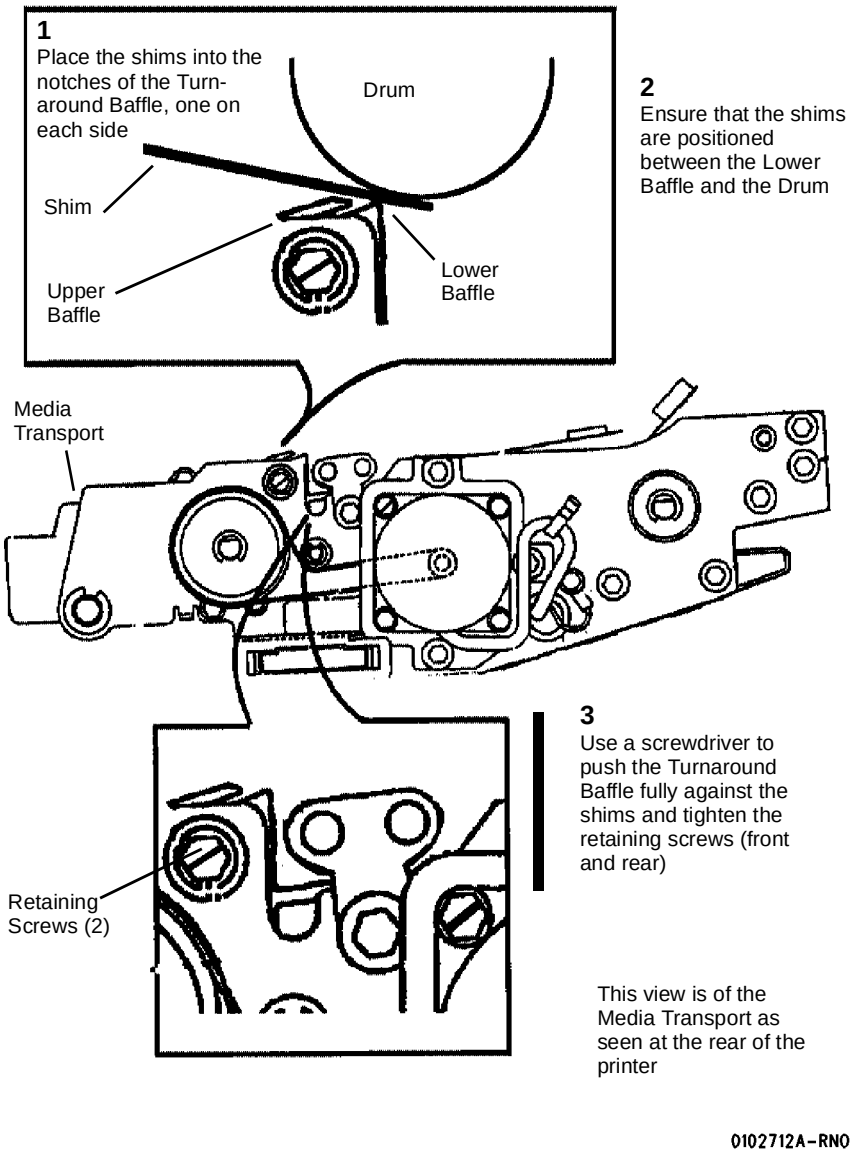

**Figure 3 Adjusting the Media Transport to Drum Spacing**
7. ( Figure 3): Adjust the Media Transport to Drum spacing to 0.030 ± 0.005 inch (0.76 ± 0.1 µµ).